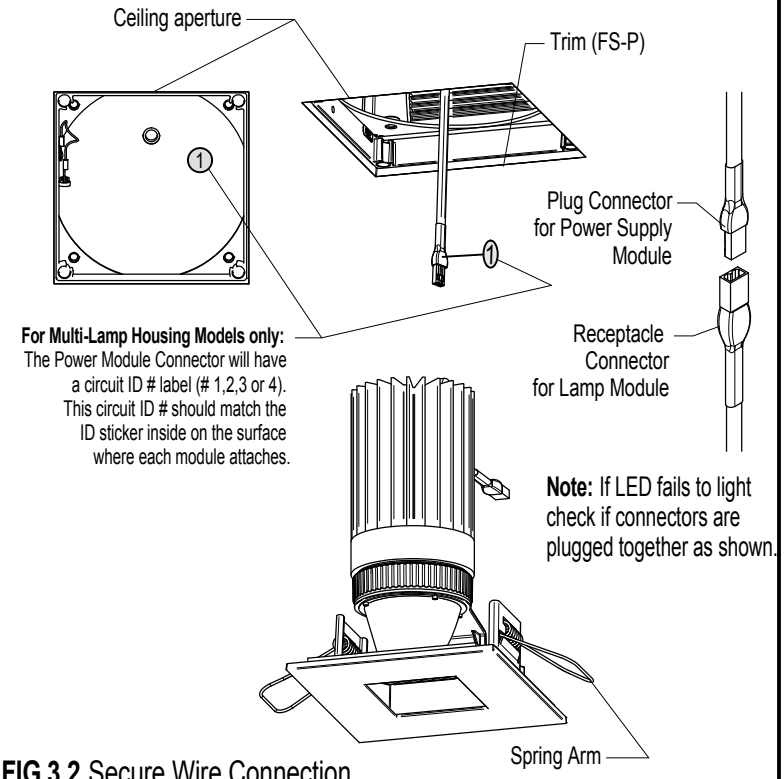

FIG.3.2 Secure Wire Connection
Step 2 Plug Wire Connector from Lamp Module into Power Supply Module Connector. Push wire up inside housing to avoid interference during installation - FIG 3.2.
Step 3 Choose aiming position & push both Spring Arms up to insert Lamp Module through Housing aperature. Release arms inside Housing & seat Trim Plate into Trim as shown - FIG 3.2.